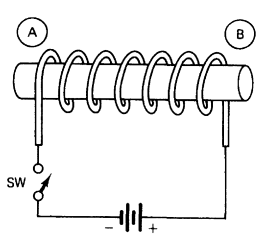

FIGURE 4E-10
10. Using the left-hand rule, determine which end of the electromagnet shown in Fig. 4E-10 is the south pole. Also, indicate whether this same end would attract or repel the north pole of a bar magnet.
11. The magnetic field strength of the coil shown in Fig. 4E-10 can be most readily increased by